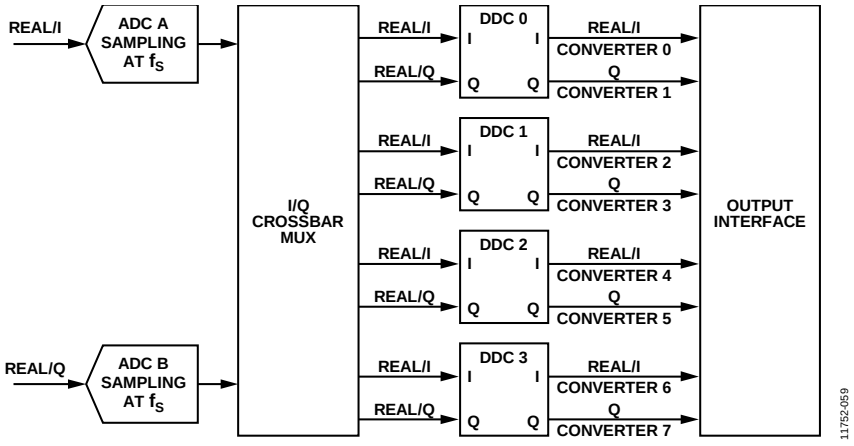

*Figure 168. DDCs and Virtual Converter Mapping*
The JESD204B Tx block for AD9680 supports up to four DDC blocks. Each DDC block outputs either two sample streams (I/Q) for the complex data components (real + imaginary), or one sample stream for real (I) data. The JESD204B interface can be configured to use up to eight virtual converters depending on the DDC configuration. Figure 168 shows the virtual converters and their relationship to the DDC outputs when complex outputs are used. Table 25 shows the virtual converter mapping for each chip operating mode when channel swapping is disabled.
If the internal DDCs are used for on-chip digital processing, M represents the number of virtual converters. The virtual converter mapping setup is shown in Figure 168.